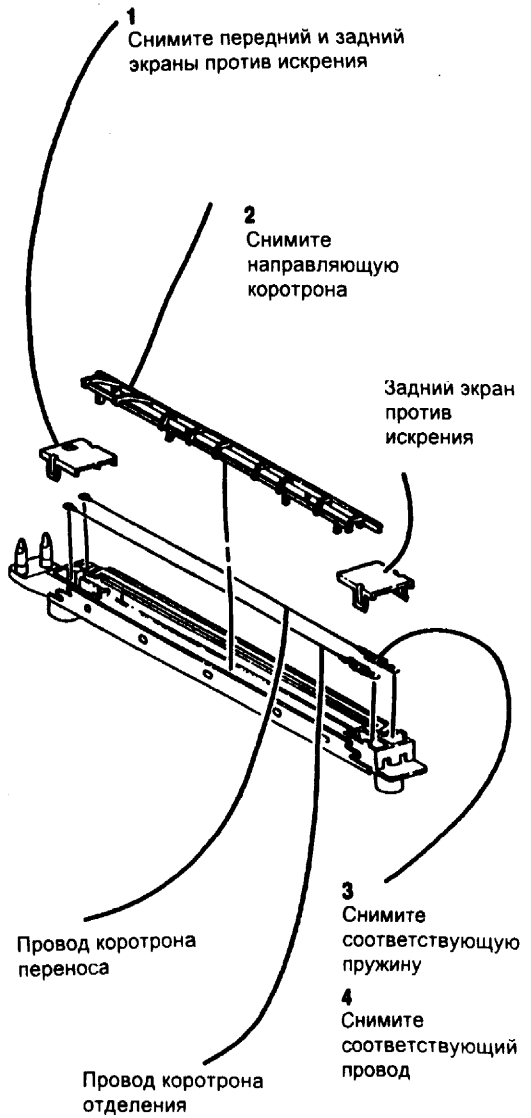

Рис. 2 Снятие проводки коротрона переноса или отделения
3. (Рис. 2) Снимите проводку коротрона